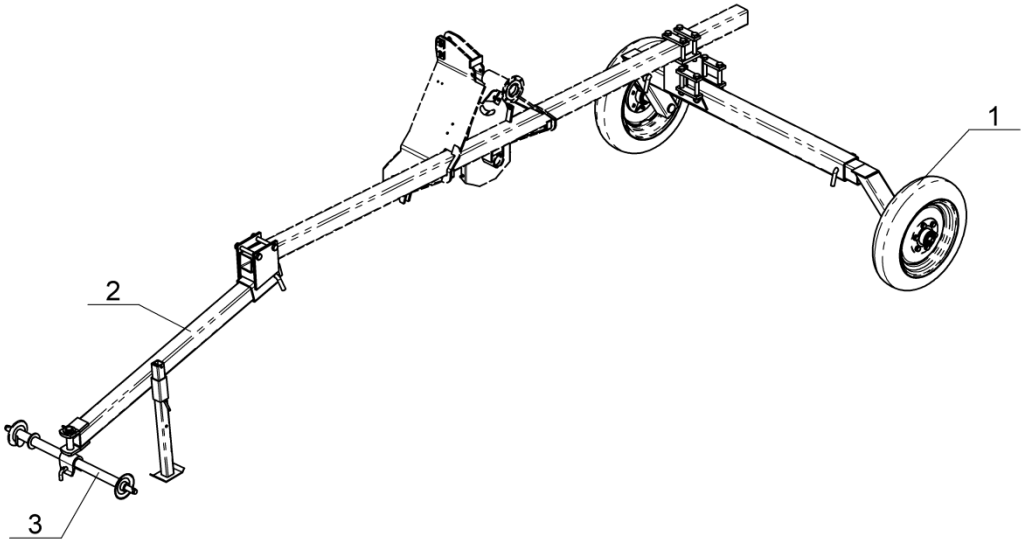

Rys.28. Wózek transportowy.
- zamontować i zabezpieczyć (rys.28) koła tylne (1),
- zamontować dyszel zaczepowy (2) i belkę szybkosprzęgu (3) na cięgłach dolnych ciągnika,